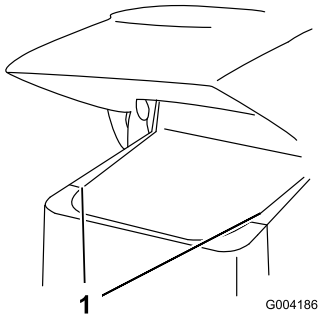

Figur 25
2. Skjut sidoskärmarna (Figur 25) uppåt och ut ur skårorna i frontskärmen och ramen.